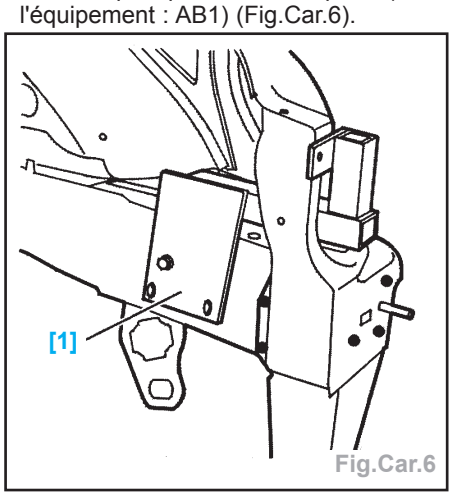

Fig.Car.6
- Souder par points électriques (avec l'équipement : AB1) (Fig.Car.6).